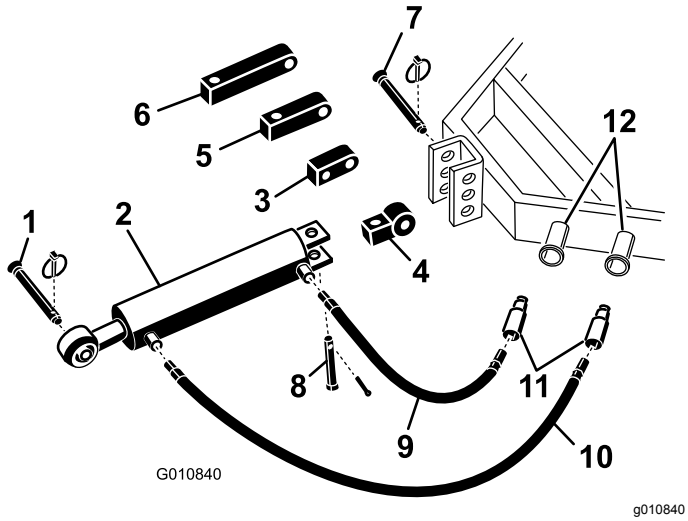

**Figur 5**
1. Fest enden av koblingsleddet til det hydrauliske toppleddet til trekkenheten, ved hjelp av tappene som følger med trekkenheten (Figur 5).
**Merk:** Hvis hydraulikksylinderen må plasseres med portene vendt oppover, bruker du omdreiningsblokken istedenfor standard monteringsblokk for å stille inn sylinderen på nytt (Figur 5). Du kan bruke en 90 °-hydraulikkobling istedenfor omdreiningsblokken (90 °-koblinger er ikke inkludert).
A. Fjern splinten og stiften som fester standard koblingsledd til sylinderen (Figur 5). Fjern tilkoblingsleddet fra sylinderen.
B. Fest omdreiningsblokken til sylinderen ved hjelp av tappene du allerede har fjernet (Figur 5).
2. Koble den 106 cm lange hydraulikkslangen til porten på det hydrauliske toppleddet som er nærmest luftemaskinen Figur 5. Påfør forseglingstape eller -middel for rørgjenger på slangegjengene for å hindre lekkasje.
3. Koble den 76 cm korte hydraulikkslangen til porten på det hydrauliske toppleddet som er nærmest trekkenheten (Figur 5). Påfør forseglingstape eller -middel for rørgjenger på slangegjengene for å hindre lekkasje.
Hvis hydraulikksylinderen ikke når frem til monteringsbraketten på luftemaskinen, erstatter du standard monteringsblokk med en forlengelsesblokk når du kobler sylinderen til trekkenheten (Figur 5).
A. Fjern splinten og tappen som fester standard tilkoblingsleddet til sylinderen (Figur 5). Fjern tilkoblingsleddet fra sylinderen.
B. Monter påkrevd forlengelsesblokk til sylinderen ved hjelp av tappene du allerede har fjernet (Figur 5).